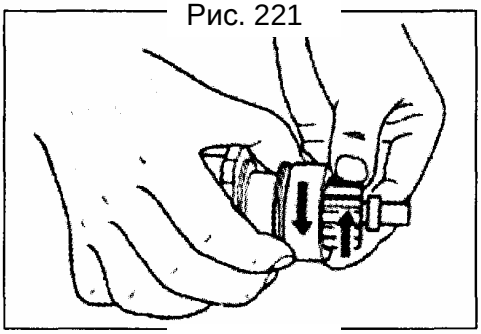

Рис. 222
- Проверьте шестерню на износ, повреждения или плохое состояние. Проверьте муфту, муфта должна запираться при повороте в направлении привода и свободно вращаться при повороте в обратном направлении (Рис. 222). Замените при необходимости.